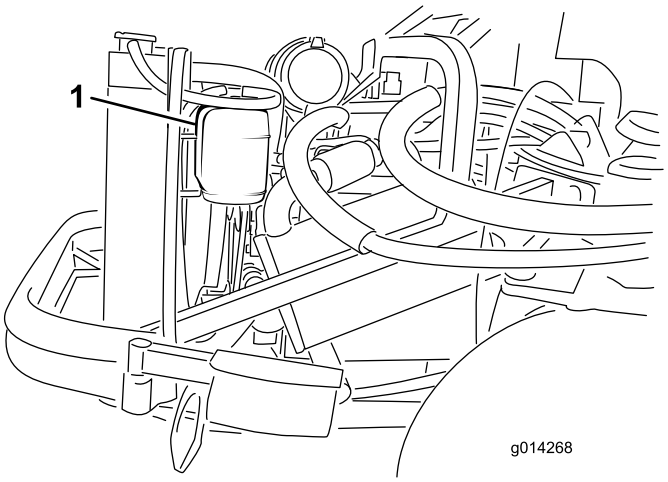

Figur 53
1. Kontroller kølevæskestanden i ekspansionsbeholderen (Figur 53). Væskestanden skal være mellem mærkerne på siden af beholderen.